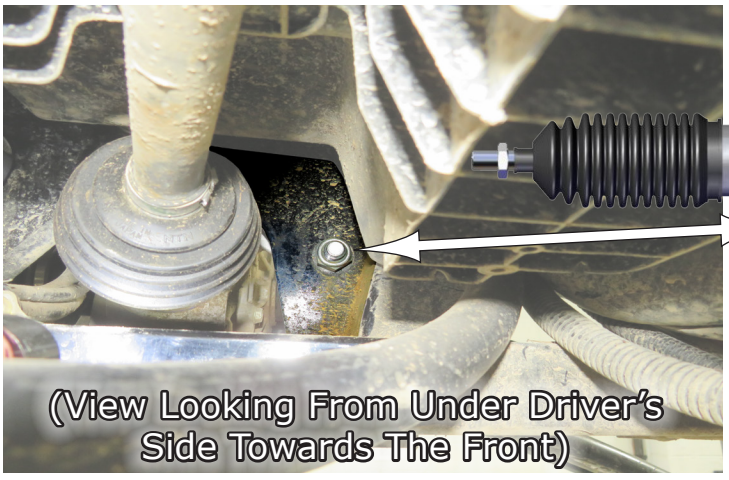
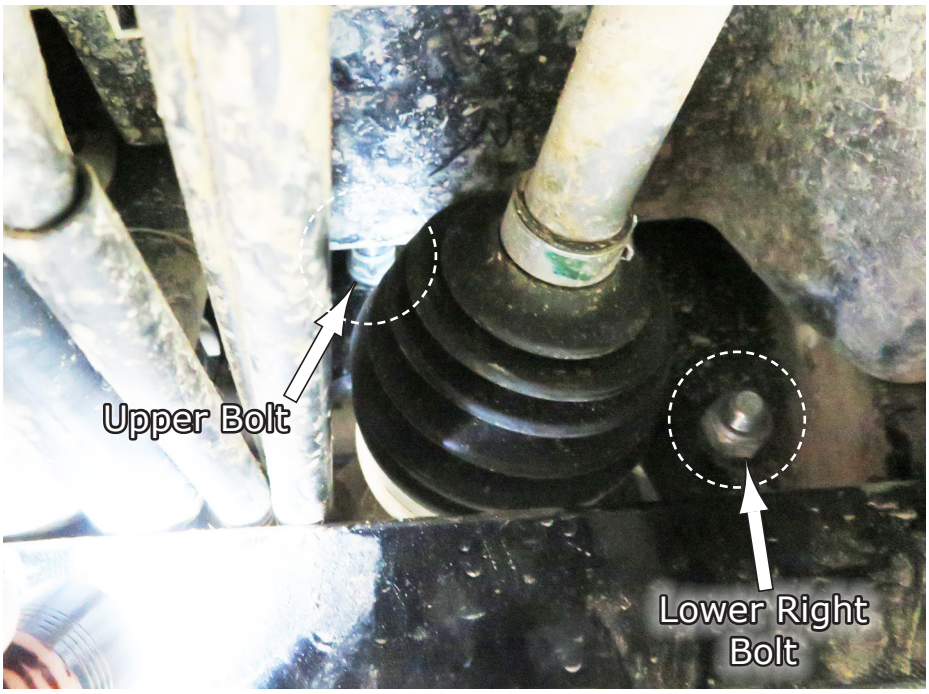

Fig.5a
Fig.5b
5.After the Skid Panel is removed, now you need to remove (3) bolts that are holding the factory Rack & Pinion in place. **Fig.5a** shows the (3) bolt configuration so you know what to look for and identifying the far left bolt as it relates to the picture. **Fig.5b** shows the other two bolts. You will need a wrench to hold the nut while removing the bolts for these.
6. **Fig.5b** shows the other (2) bolts, the Upper and the Lower Right bolts that you need to remove, also shown from underneath.